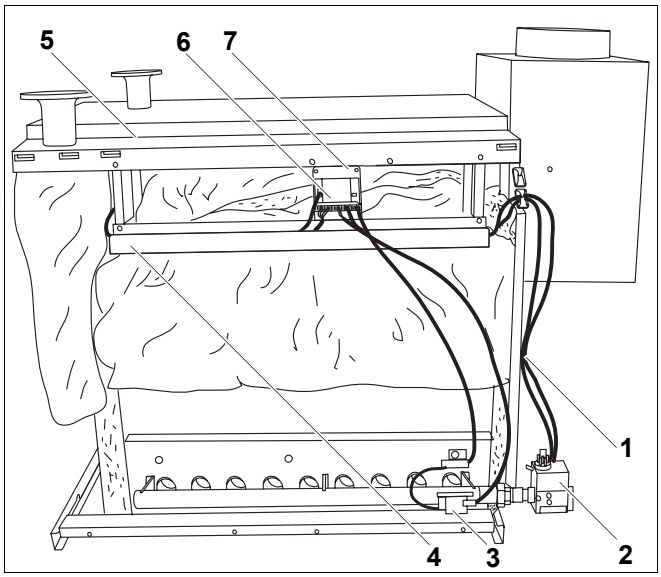

Rys. 71 Cyfrowy sterownik palnika
- Przykręcić blachę wspornikową sterownika palnika (rys. 71, **poz. 7**) przy pomocy 2 śrub do bocznych pokryw kotła (rys. 71, **poz. 5**).
- Połączyć sterownik palnika (rys. 71, **poz. 6**) z armaturą gazową (rys. 71, **poz. 2**) lub zapłonnikiem impulsowym (rys. 71, **poz. 3**) oraz elektrodą kontrolną zgodnie ze schematem ideowym.
- Wykonać połączenia pomiędzy sterownikiem palnika (rys. 71, **poz. 6**), sterownikiem oraz sterownikiem dodatkowym zgodnie ze schematem ideowym.
- Przewody od sterownika palnika (rys. 71, **poz. 6**) do sterownika kotła należy poprowadzić w kanale kablowym (rys. 71, **poz. 4**) oraz przez otwór w przedniej pokrywie kotła.
- Przewody pomiędzy armaturą gazową (rys. 71, **poz. 2**) a sterownikiem palnika (rys. 71, **poz. 6**) należy zamontować przy pomocy opaski z odciążeniem naciągu (rys. 71, **poz. 1**) na ściance tylnej i poprowadzić w kanale kablowym (rys. 71, **poz. 4**) do sterownika palnika.